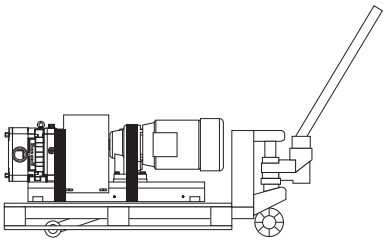

Fig.12 Transport med truck
► Kontrollera att pumpen sitter fast säkert på pallen. Exempel med remmar, se *Fig.12 "Transport med truck", på sidan 10*.